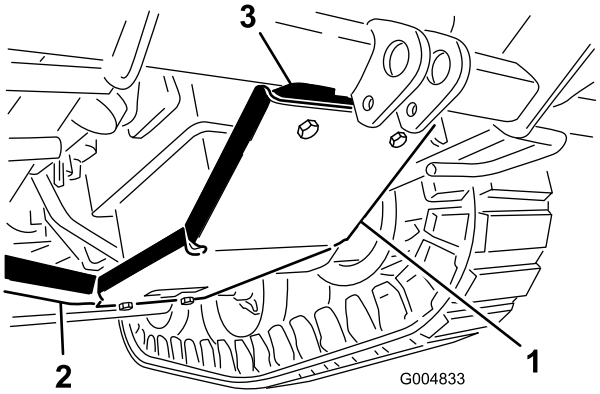

**Rysunek 30**
2. Zamontuj płytę ślizgową (Rysunek 30) do ramy poniżej silnika w następujący sposób:
A. Zamontuj przednią stronę płyty ślizgowej do płyty montażowej, używając dwóch śrub kołnierzowych (3/8 x 1-3/4 cala) oraz nakrętek kołnierzowych (3/8 cala) (Rysunek 30).
B. Zamontuj tylną stronę płyty ślizgowej do poprzecznicy ramy, używając dwóch śrub (3/8 x 1 cal) oraz nakrętek kołnierzowych (3/8 cala) (Rysunek 30). Śruby mocujące tylną stronę włóż od góry.